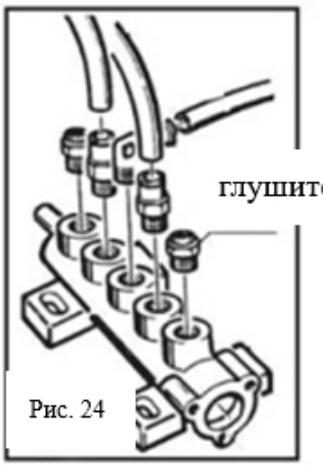

Рис. 24
Примечание: при очистке или замене глушителя открытия/закрытия устройства блокировки (A) (см. рис. 24) выполните следующие действия:
2) Отвинтите глушитель в педали (L), которая управляет открыванием и закрыванием зажима (A).
Примечание: при чистке или замене глушителя смотрите рисунок 24 и следуйте пунктам 1 и 3 выше.